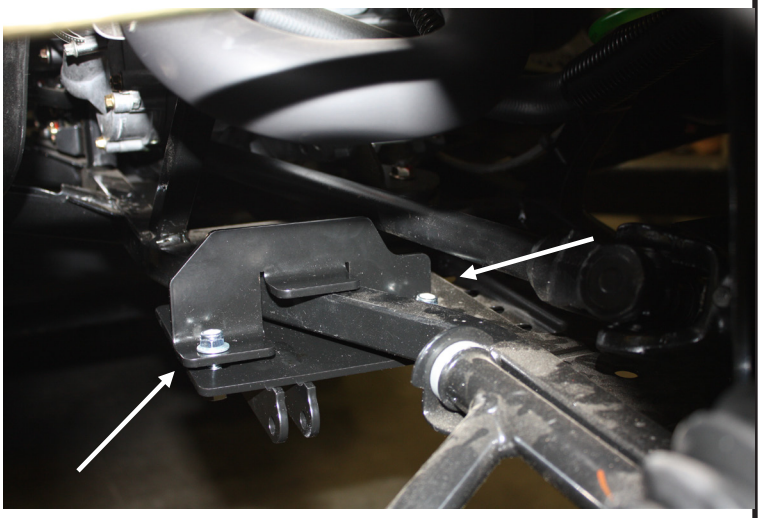

Figure 3
3. Locate and position the RH bracket a shown in figure three over the top of the frame. Attach to the plow mount using two hex head bolts four flat washers and two lock nuts. Do not tighten at this time. See figure 3.